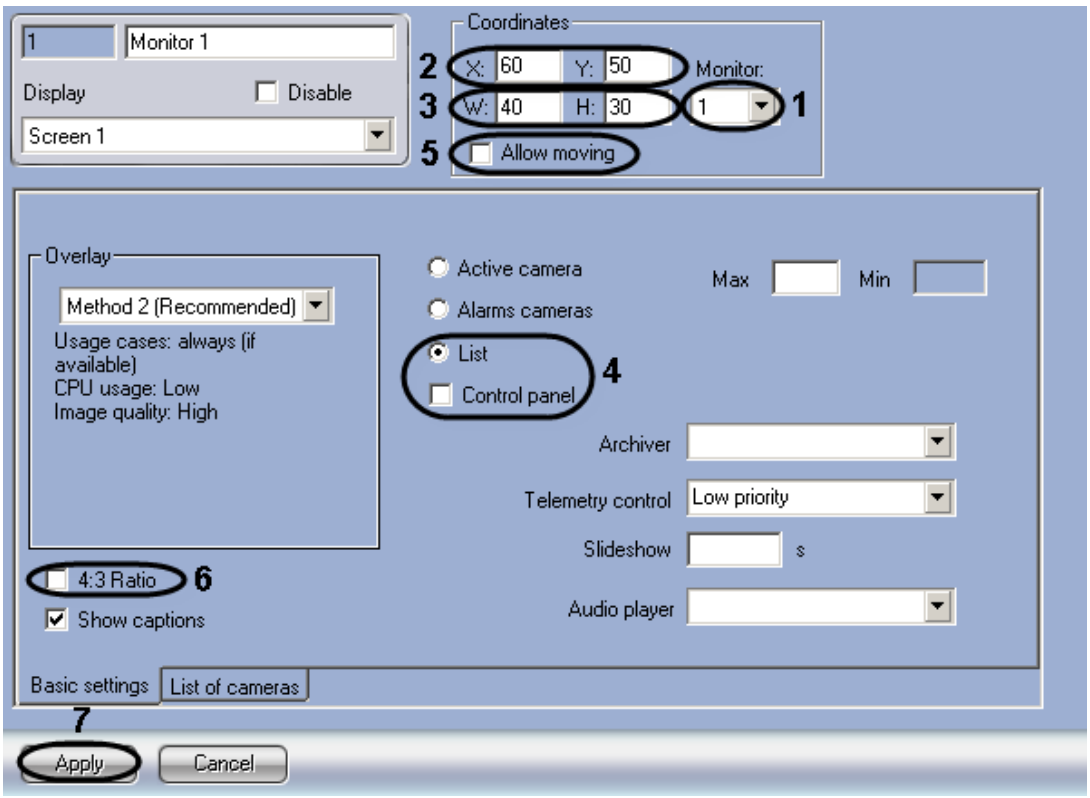

Figure 8.4-41 Setting the parameters of the "Monitor" interface box
1. Go to the settings panel for the "Monitor" interface object (Figure 8.4-41).
2. In the "Monitor" drop-down list select the monitor number which coordinates are to be set further (Figure 8.4-41, 1).
3. Set coordinates of the left upper corner of the "Monitor" interface box: fields «X» (horizontal ident from the left edge of the image) and «Y» (vertical ident from the upper edge of the image) – Figure 8.4-41, 2. Coordinates are set in percentage relative to the screen size horizontally and vertically correspondingly.
4. Set the dimentions of the "Monitor" interface box: «W» (window's width) and «H» (window's height) fields – Figure 8.4-41, 3. Sizes are set in percentage relative to the screen size horizontally and vertically correspondingly.
5. To display a toolbar in the “Monitor” interface box the “List” group is to be switched in the “Basic settings” tab and the “Control panel” check box is to be set (Figure 8.4-41, 4).
6. If moving the “Monitor” interface box is to be enabled, set the “Allow moving” check box (Figure 8.4-41, 5).
7. If the ratio of width and height of the window is to be 4:3, set the “4:3 Ratio” checkbox (Figure 8.4-41, 6).
8. To save all the changes click the “Apply” button (Figure 8.4-41, 7).